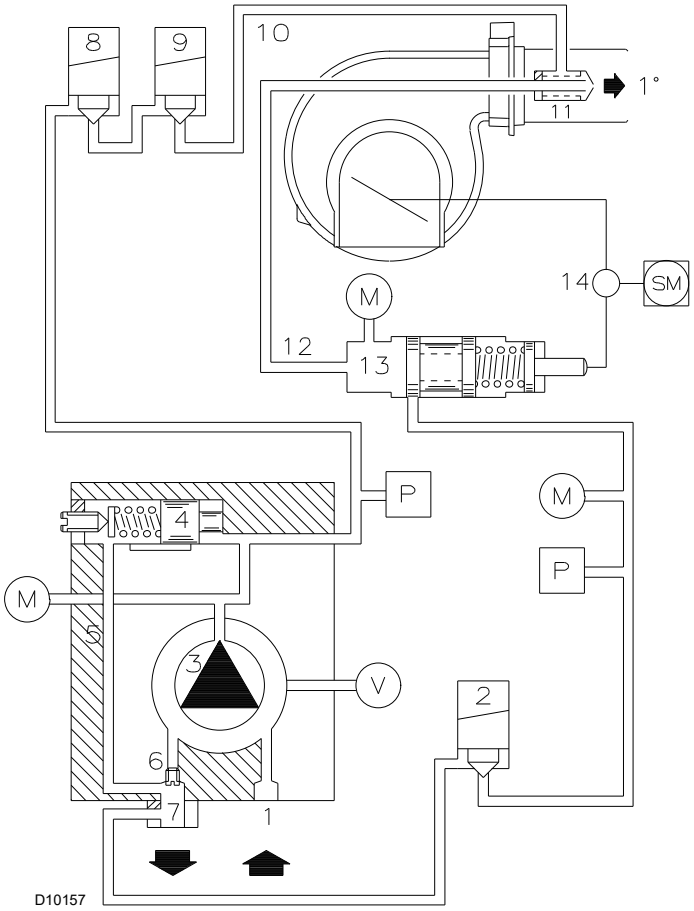

Fig. 57
- Operating control closes, the motor starts. The pump 3)(Fig. 57) draws the fuel from the tank through the piping 1) and pumps it under pressure for delivery. The piston 4) rises and the fuel returns to the tank through the piping 5) - 7). The screw 6) closes the by-pass heading towards suction and the de-energized solenoid valves 8) - 9) - 2) close the passage to the nozzle.